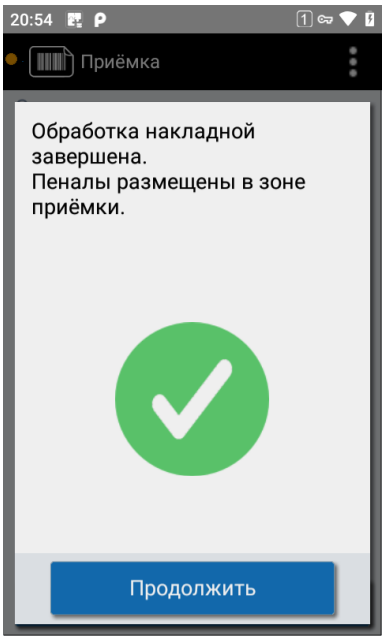
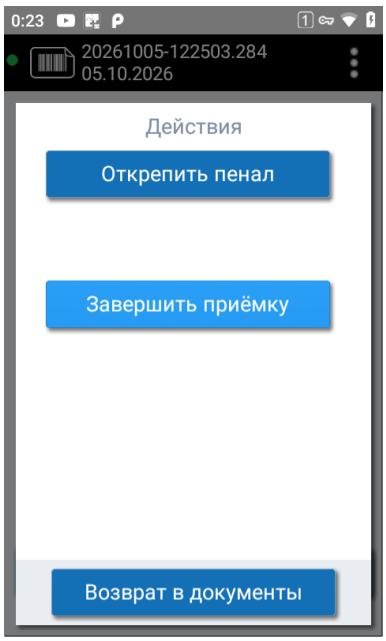

Рисунок 86. Встречная приёмка завершена
Рисунок 87. Меню «Действия» встречной приёмки
3. После последнего пенала приёмка завершается автоматически: «Обработка накладной завершена. Пеналы размещены в зоне приёмки» (см. Рисунок 86). Если приняты не все пеналы, нажмите «Действия» → «Завершить приёмку» (см. Рисунок 87). Ошибочно считанный пенал можно открепить: «Действия» → «Открепить пенал».